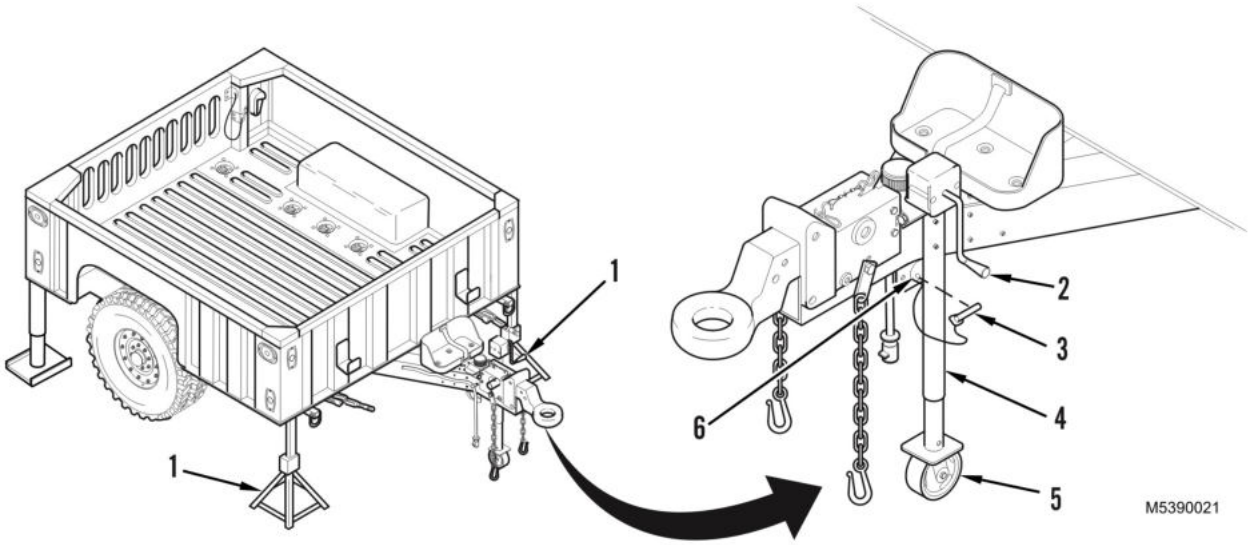

Figure 5. Front Support Leg Installation.
1. Position front support leg (Figure 5, Item 4) on frame (with front support leg in down position) and install pin assembly (Figure 5, Item 3) on frame and new self-tapping screw (Figure 5, Item 6) on pivot of front support leg.
2. Using front support leg handle (Figure 5, Item 2), raise trailer until jack stands (Figure 5, Item 1) can be removed from under trailer.
3. Remove jack stands (Figure 5, Item 1).